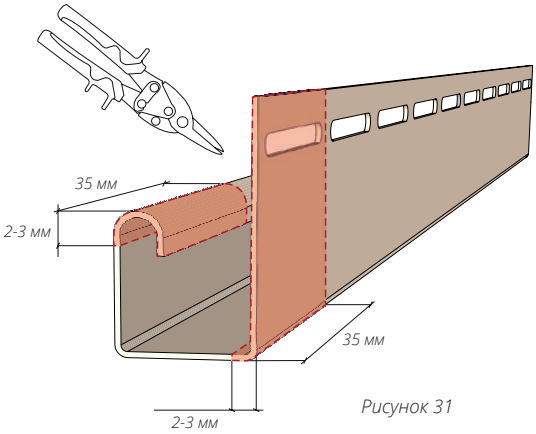
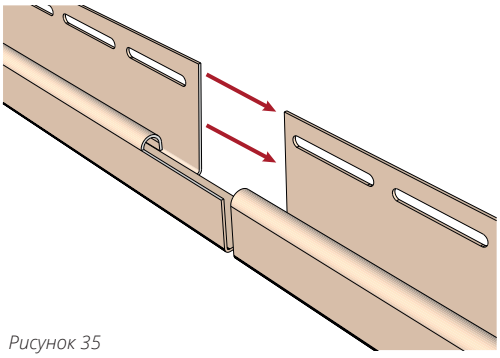

*Рисунок 31*
*Рисунок 35*
**13.5** В случае если высота угла здания превышает длину J-профилей, образующих внутренний угол, их необходимо подрезать согласно (рис. 31, 32).
**14.1** В случае необходимости соединения J-профилей между собой горизонтально, сделайте подрез одного из соединяемых J-профилей согласно рис. 31, 32, далее смонтируйте J-профили, оставив зазор на тепловое расширение 15 мм (рис. 35, 36), соблюдая общие правила монтажа.